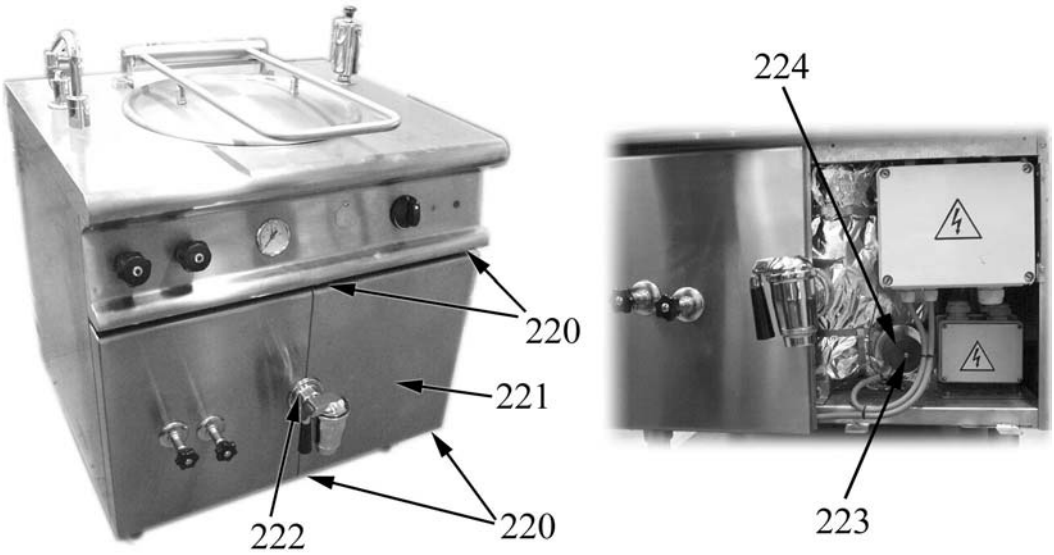

Fig. 23
- remove the panel pos. 221 in Fig. 23 by unscrewing the screws pos. 220;
- loosen the nut on the drain valve pos. 222 to make it easier to remove the front panel pos. 221;
- unscrew the nut pos. 223 that fixes the cover on the heating elements pos. 224;